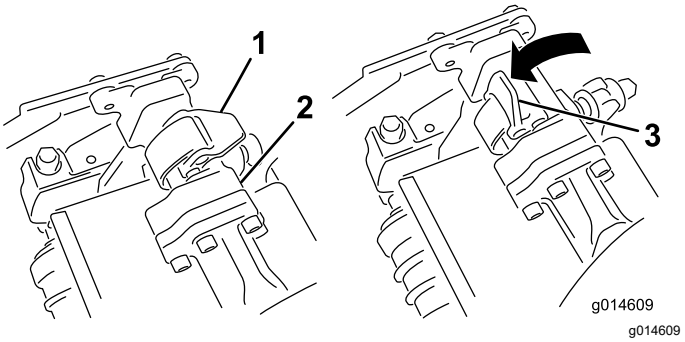
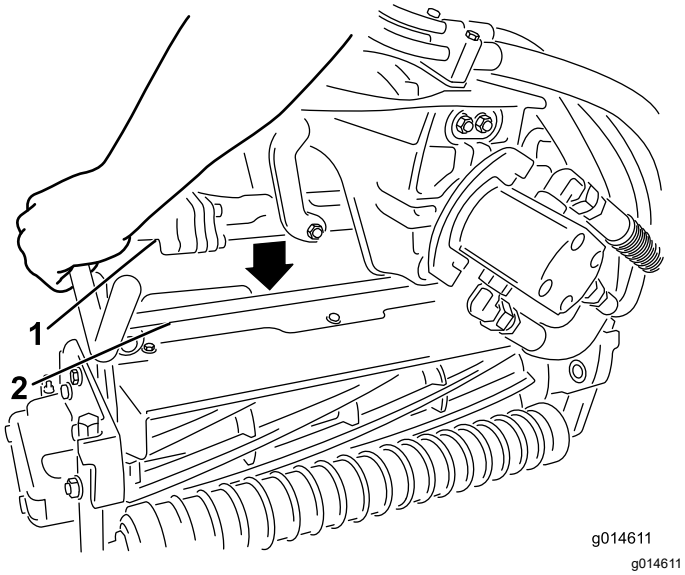

Figuur 52
Figuur 53
4. Open de vergrendelingen op de stang van de ophangarm (Figuur 52) en duw de ophangarm naar beneden zodat de stang over beide bevestigingsarmen op de maai-eenheid past en zorg ervoor dat de vergrendelingen onder de dwarsstang van de maai-eenheid gaan (Figuur 53).
5. Sluit de vergrendelingen rond de stang van de maai-eenheid en vergrendel ze (Figuur 52).
6. Open de vergrendelingen op de stang van de ophangarm van de maai-eenheid dat u wilt verwijderen (Figuur 52).